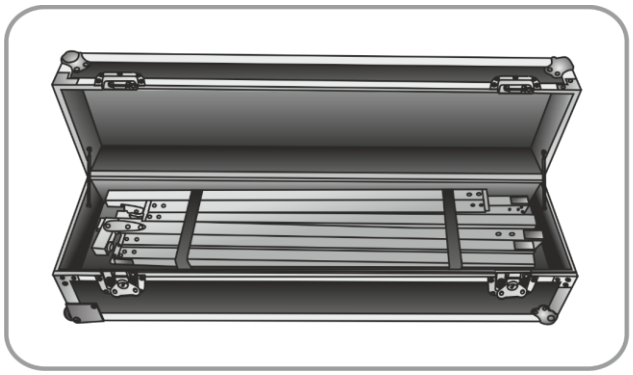
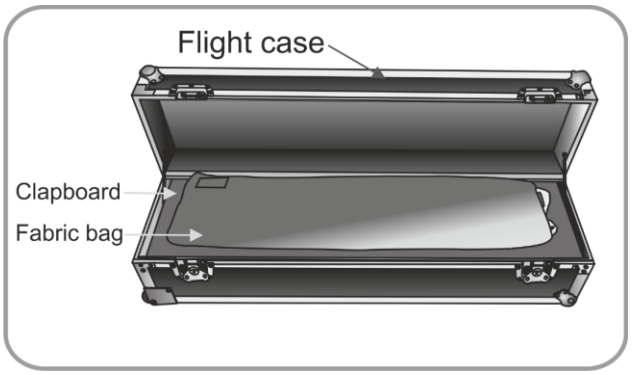

**Afb. 27**
**Afb. 28**
08) Leg de poten en het hoofdframe in de flightcase en maak ze vast (afb. 27). Plaats de accessoiretas in de flightcase. Plaats de afdekking en leg de tas met het doek erop (afb. 28).